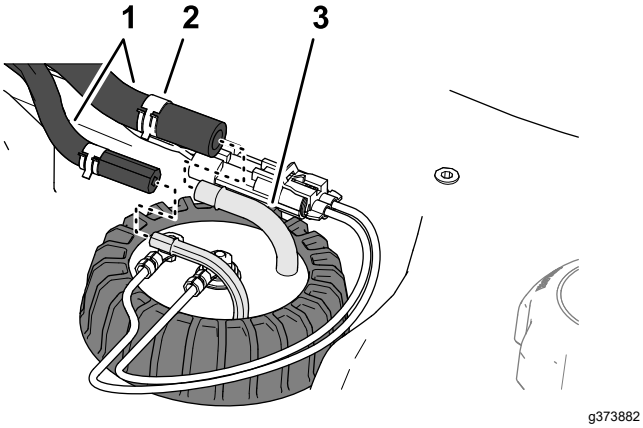

Figuur 120
4. Verplaats de klemmen waarmee de slangen zijn bevestigd aan de fittings van de brandstofsensor naar binnen en verwijder de slangen van de fittings (Figuur 120).